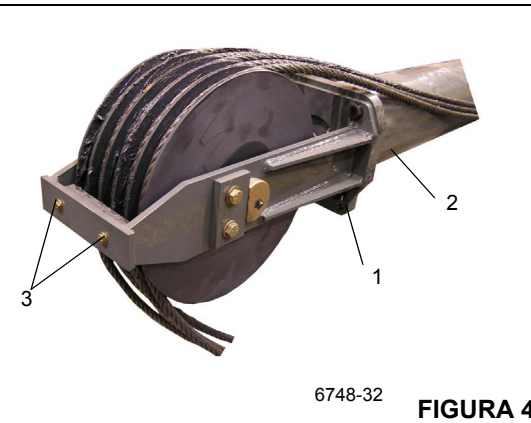

FIGURA 4-38
4. Instale el montaje de la polea del cilindro telescópico y el conjunto de la polea (Figura 4-38, 1) en el cilindro telescópico (Figura 4-38, 2).
b. No instale el retenedor de cable con su tornillería (Figura 4-38, 3) hasta que los cables de extensión se enhebren alrededor de la polea